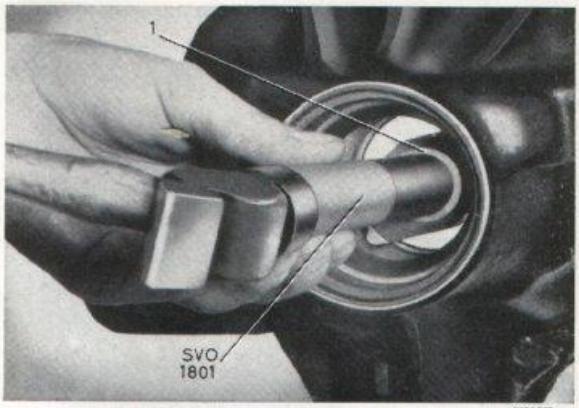

Bild 5-12. Demont. av lagerring
10. Driv vid behov ut lagrens ytterringar, se bild 5-12. Använd standardskaft SVO 1801 och dorn SVO